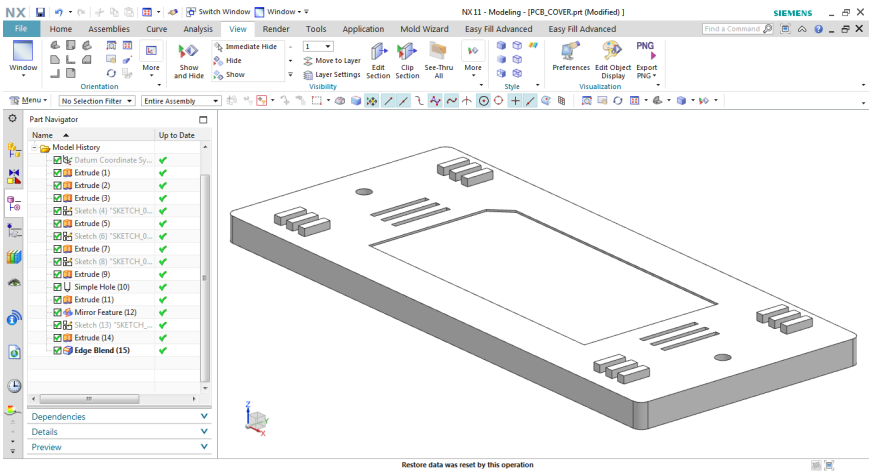

Figure 2-9 *PCB_COVER model displayed in modeling environment*
3. Select the **PCB_COVER** from the **Name** list; the **PCB_COVER** is displayed in the **File name** drop-down list. Next, choose the **OK** button; the model is displayed, refer to Figure 2-9.